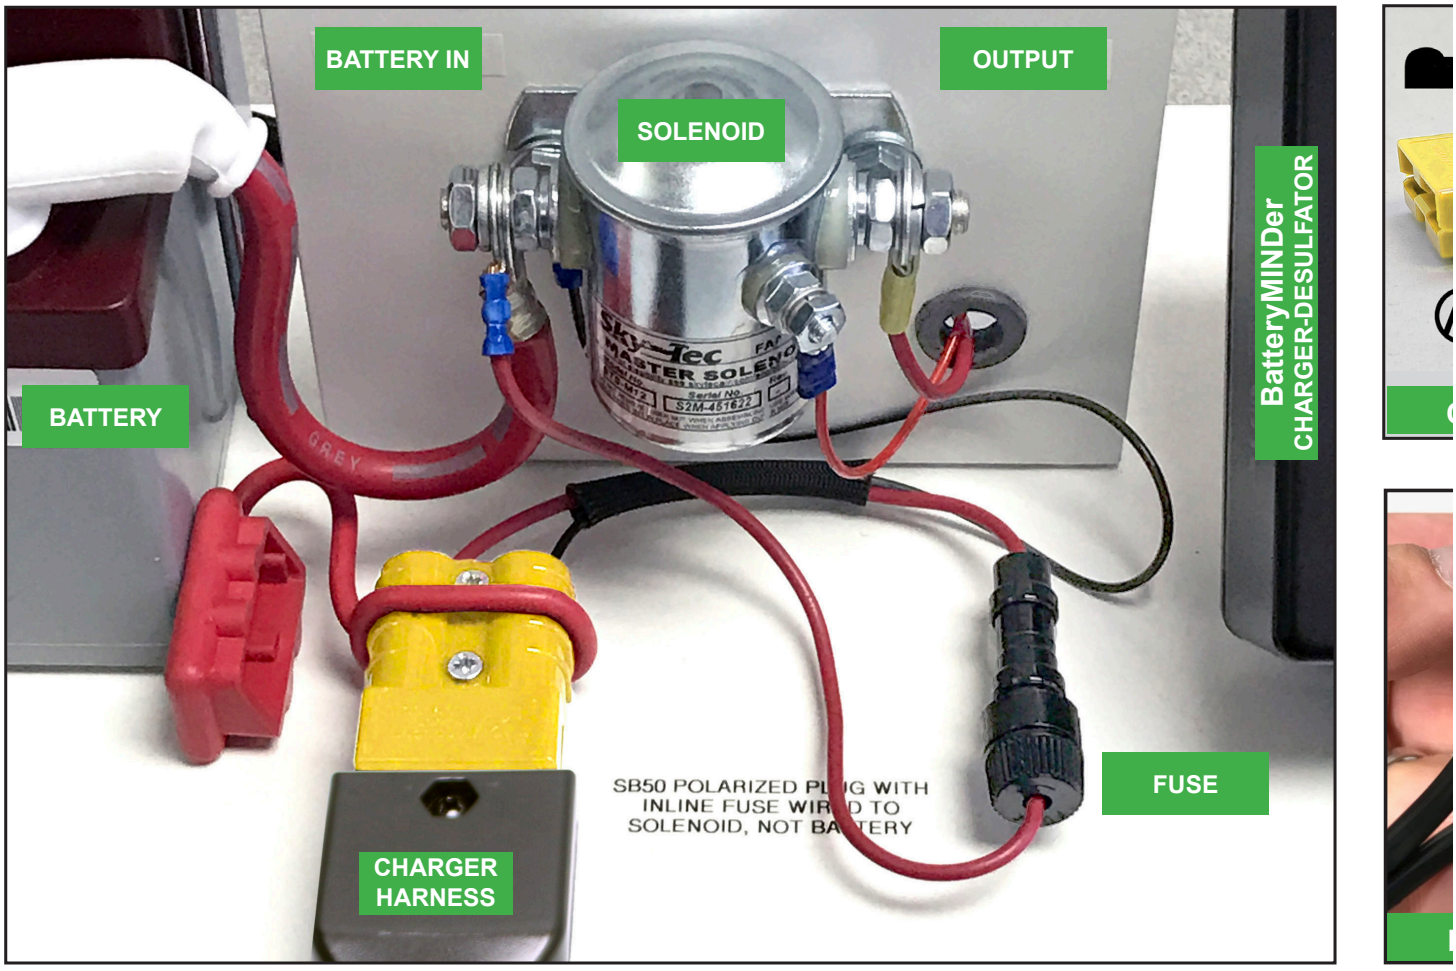

Figure 1. Simplified example of connection to battery solenoid. For more examples, see www.audioauthority.com/BM-AIK2A.
1. Determine best electrical access to the aircraft battery. See installation examples in a variety of airframes at www.audioauthority.com/BM-AIK2B. Since batteries are regularly removed for inspection, maintenance and replacement, we recommend attaching the positive ring terminal to the battery relay post or stud that is connected to the positive battery cable and the negative to a convenient airframe ground (see Figure 1). Plastic or composite airframes that do not have battery busses may require direct connection to battery terminals. The best method to access the battery varies by aircraft type and must be determined by the installing mechanic.